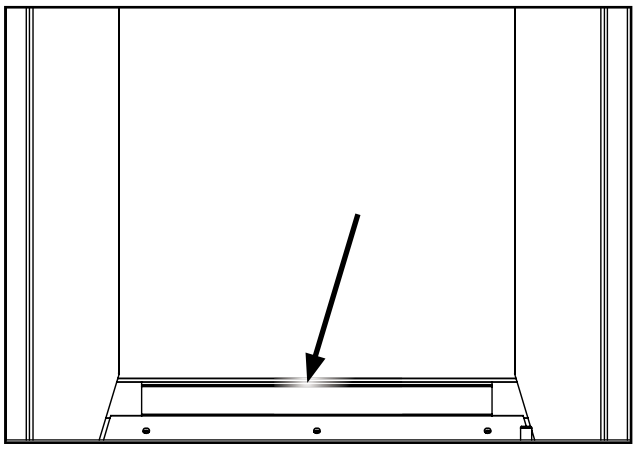

Figure 45. Rear Panel Ledge.
6. Install the rear ceramic panel first by sitting it on the ledge at the rear of the firebox (see figure 45), then follow with the left and right panels